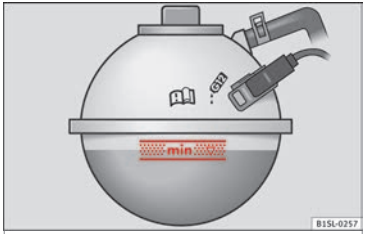

Fig. 245 In the engine compartment: Marking on coolant expansion tank
- When the engine is cold, check the coolant level using the side marking on the expansion tank ››› Fig. 245.
- The engine coolant level should be between the marks on the coolant expansion tank ››› Fig. 245. **Do not exceed the top level of the marked area** ››› ❗.
- **Only top up coolant to the top level of the marked area ››› Fig. 245. Otherwise the excess coolant will be forced out of the cooling system when the engine is hot, causing damage.**